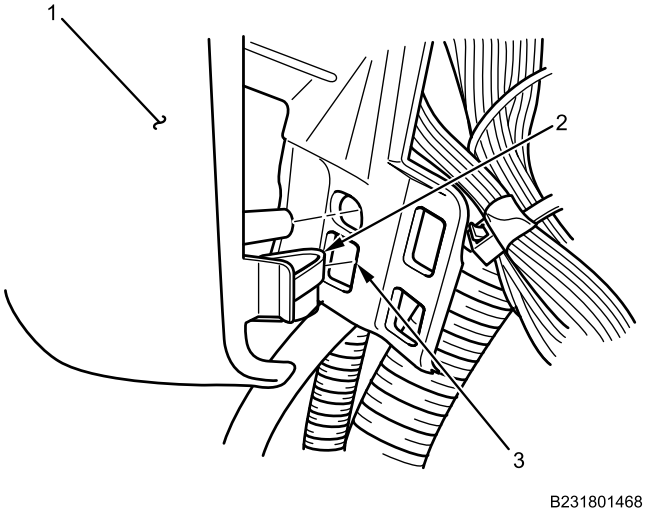

Figure 6. Instrument Panel Center Closeout Installation.
2. Install bottom of instrument panel center closeout (Figure 6, Item 1) by engaging lower corner clips (Figure 6, Item 2) on instrument panel slot (Figure 6, Item 3).